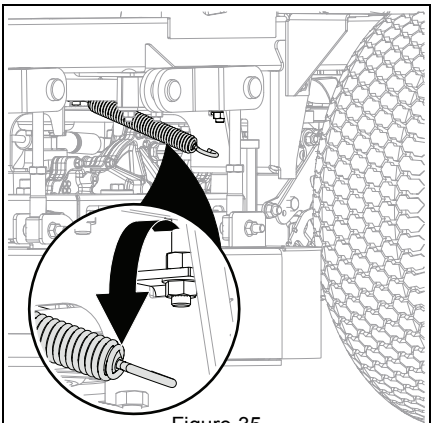

Figure 35
3. Under unit, slowly remove spring hook from anchor bolt to release transaxle idler tension. See Figure 35.